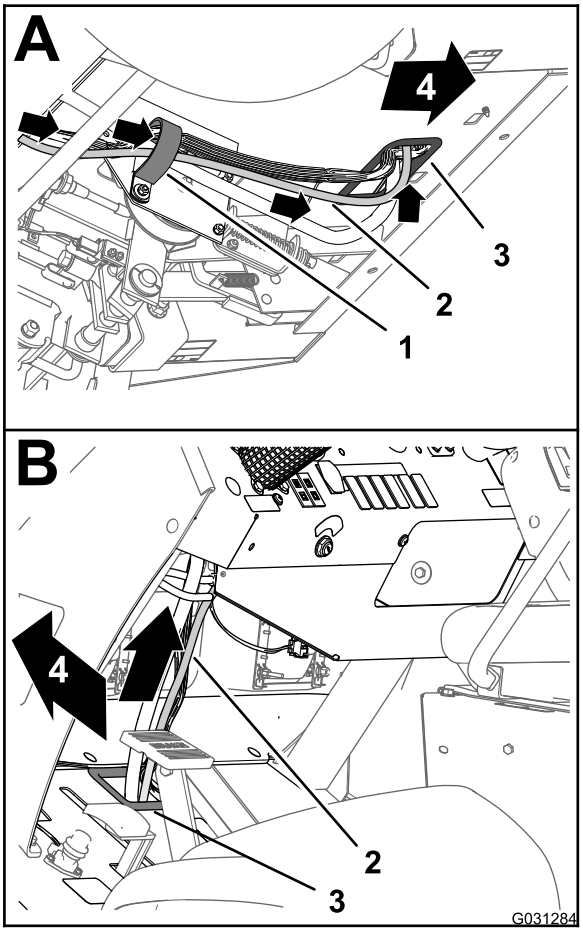

Figur 167
3. Dra datakablagedelen på 220 cm framåt och upp genom hylsan som omger hålet i golvplattan (Figur 167).
4. Dra datakablagedelen på 220 cm uppåt och längs maskinens främre kablage (Figur 167).